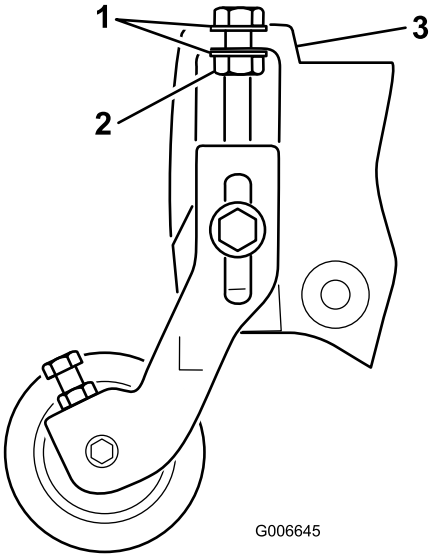

Figur 21
Bemærk: Spændeskiverne på boltene til klippehøjdejustering skal placeres på hver side af sidepladens flange (Figur 21).
17. Spænd låsemøtrikken på bolten til klippehøjdejustering, indtil spændeskiverne berører sidepladens flange. Derefter løsnes møtrikken 1/2 omgang (Figur 21).